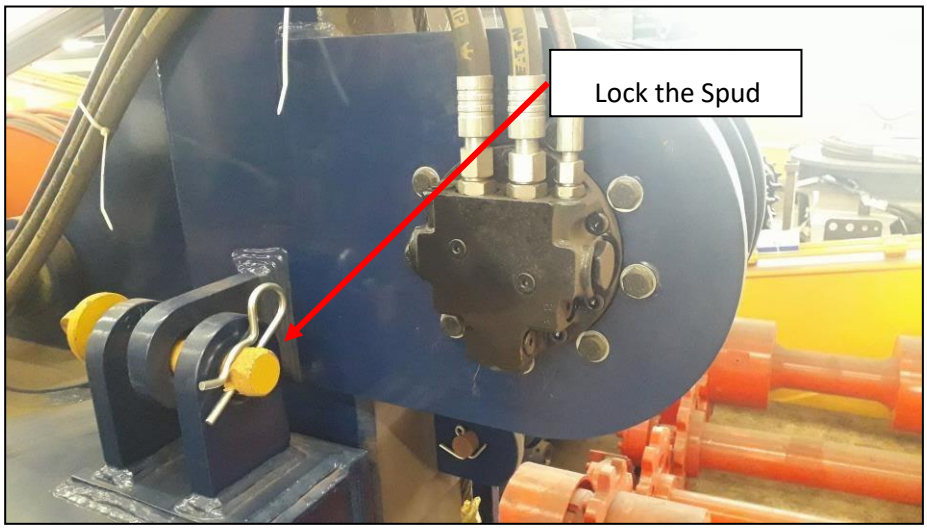

***Figure 3.9:*** *Spud locking pin*
5. Once the spuds have been moved from the horizontal to the vertical position for operation, lock the spud chambers with the locking pin. Refer to Figure 3.9.